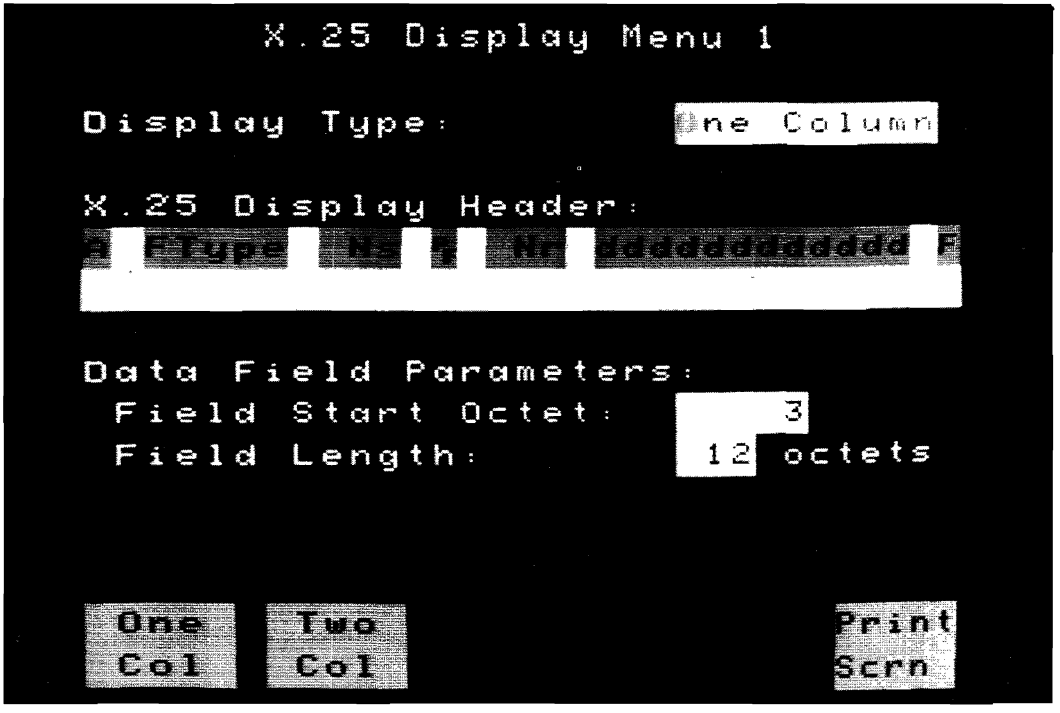

Figure 3-7. One or Two Column Menu
a. Select either a one or two Column display format. See figure 3-7.